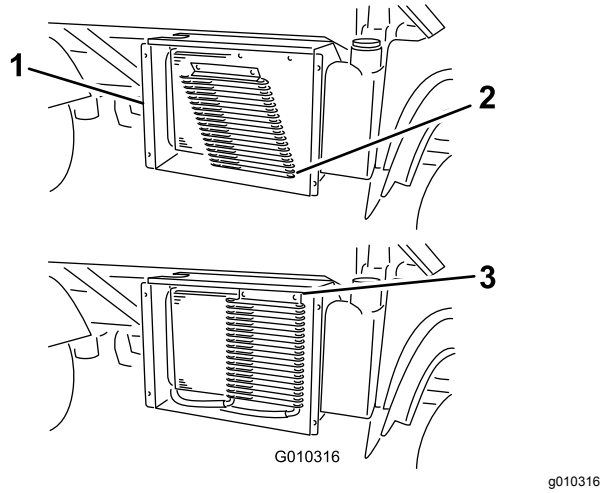

Figur 53
6. Roter sperrene og sving oljekjøleren bort fra radiatoren, hvis utstyrt med dette (Figur 53).